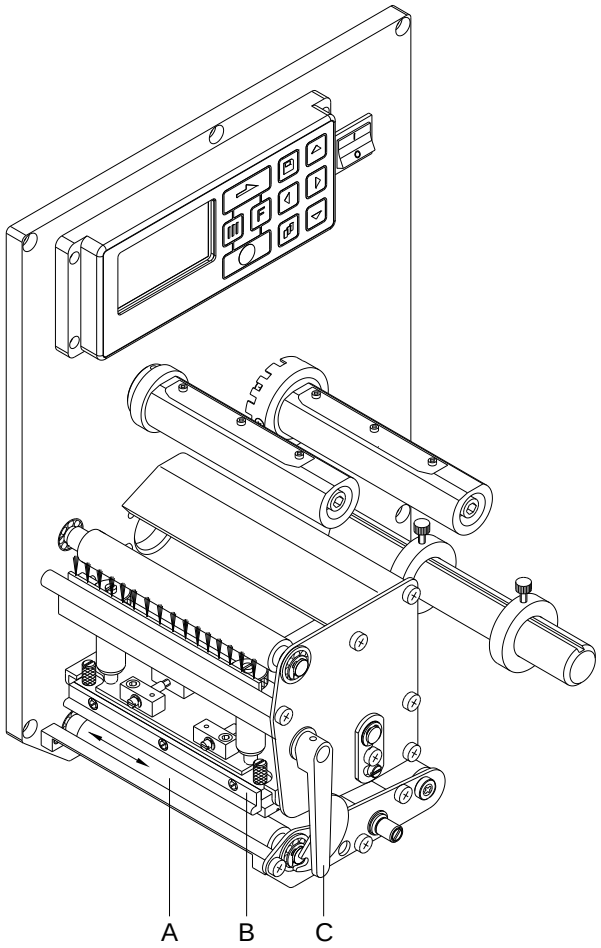

Figura 15
2. Gire la palanca roja (B, in Figura 15) en sentido contrario a las agujas del reloj para levantar el cabezal de impresión.